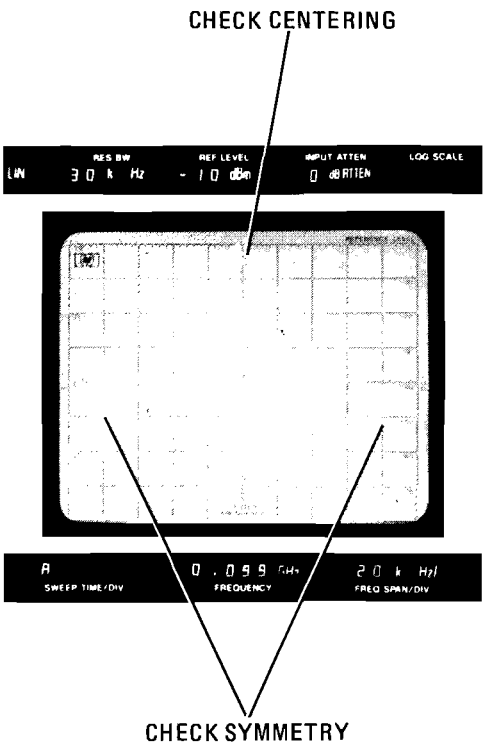

Figure 5-21. Crystal Filter Adjustment CRT Display
e. Adjust front panel TUNING control to center bandpass spike (Figure 5-21) on CRT display.
f. Adjust A23C54 CTR and A23C38 SYM for a centered and symmetrical bandpass. Crystal center adjustment A23C54 is adjusted for minimum signal amplitude (Figure 5-21).
h. Adjust A23C25 CTR and A23C15 SYM for a centered and symmetrical bandpass. Crystal center adjust A23C25 is adjusted for minimum signal amplitude (Figure 5-21).
j. Adjust A27C54 CTR and A27C38 SYM for a centered and symmetrical bandpass. Crystal center adjustment A27C54 is adjusted for minimum signal amplitude (Figure 5-21).
l. Adjust A27C25 CTR and A27C15 SYM for a centered and symmetrical bandpass. Crystal center adjustment A27C25 is adjusted for minimum signal amplitude (Figure 5-21).